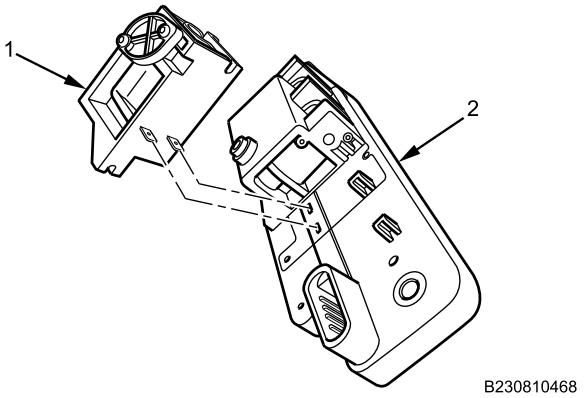

Figure 4. Solenoid Removal.
2. Remove solenoid (Figure 4, Item 1) from solenoid support (Figure 4, Item 2).